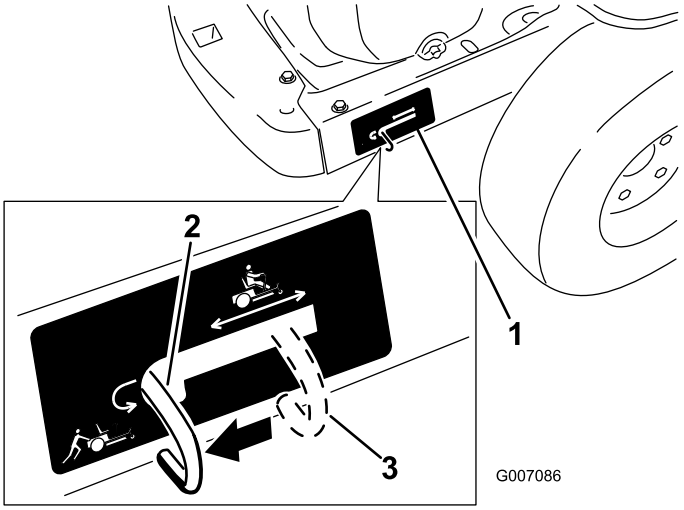

Figur 20
4. Beveg omløpsspakene bakover og så ned for å låse dem på plass, som vist i Figur 20, for å frakoble hjulmotorene. Gjenta dette på hver side av maskinen.
Beveg omløpsspakene oppover og skyv dem forover til **midten** av det horisontale hullet (Figur 20) for å aktivere hjulmotorene.